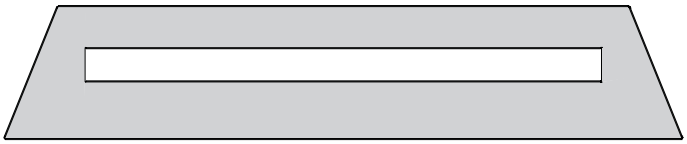

Figure 54
1. Apply the crushed glass to the shaded area only. **See Figure 54.** Use enough to cover the floor of the fireplace, but do not allow the media to reach higher than the flange surrounding the burner. Never place decorative media inside the flange surrounding the burner itself.